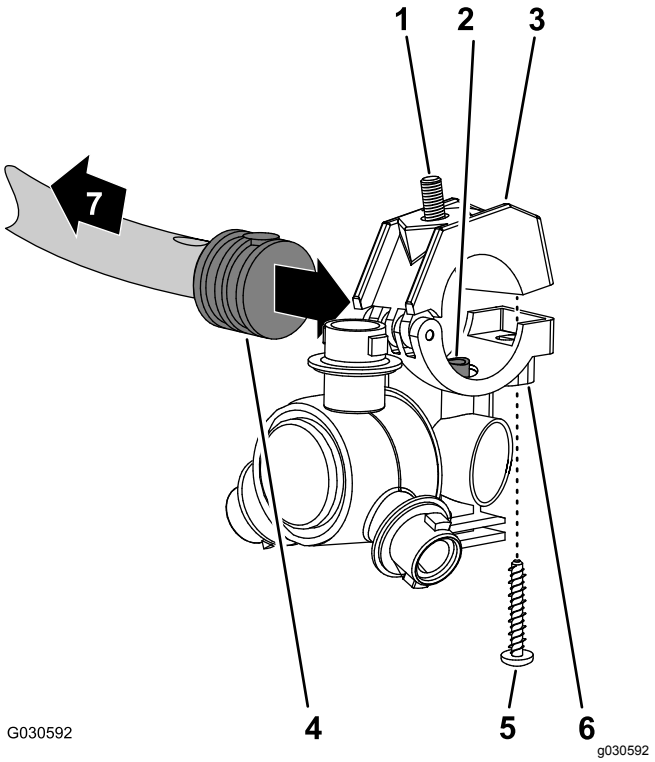
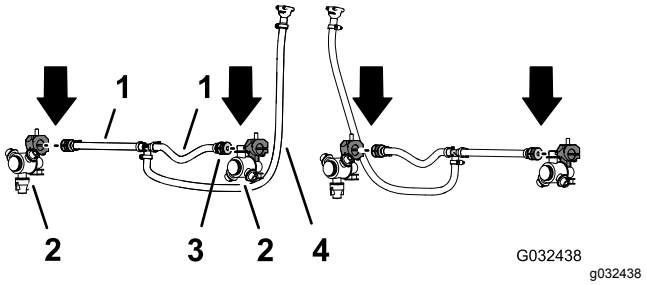

Figur 57
Figur 58
2. Under arbejdet med de to sprøjtedyser fra GeoLink-finishingsættet til sprøjtesystem afmonteres den rustfri stålskrue, der fastgør den øverste klemmehalvdel til sadlen (Figur 57).
3. Find hullet i siden af det enkelte modhageslangeskaft for enden af slangen (25 cm) til slangeenheden (sprøjteventil 5 eller 6) ved midtersprøjtesektionen (Figur 57 og Figur 58).
4. Juster overførselsrøret i sadlen til en sprøjtedyse (Figur 57), så det passer med hullet i siden af enkelt modhage-slangeskaftet (1/2 tomme).
5. Luk den øvre klemmehalvdel omkring modhage-slangeskaftet, og fastgør klemmehalvdelen og sprøjtedyseenheden (Figur 57) med den rustfrie stålskrue (nr. 12 x 1-1/4 tomme); tilspænd den rustfrie stålskrue til et moment på 14 til 18 N·m.
6. Med sprøjtedysen, sekskantbolten og den rustfri stålskrue, som du afmonterede i trin 1 og 2 i Afmontering af sprøjtedyserne (side 25), gentages trin 3 til 5 på enkelt modhager-slangeskaftet (Figur 57 og Figur 58) ved enden af den anden slange 25 cm.
7. Med de 2 sprøjtedyser, som du afmonterede i trin 4 i Afmontering af sprøjtedyserne (side 25), gentages trin 3 til 5 for de enkelte modhageslangeskafter til den anden slangeenhed (sprøjteventil 5 eller 6) for midtersprøjtesektionen (Figur 57 og Figur 58).